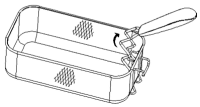

Рис. 3
3. Прикрепите к жарочной корзине ручку (рис. 3).